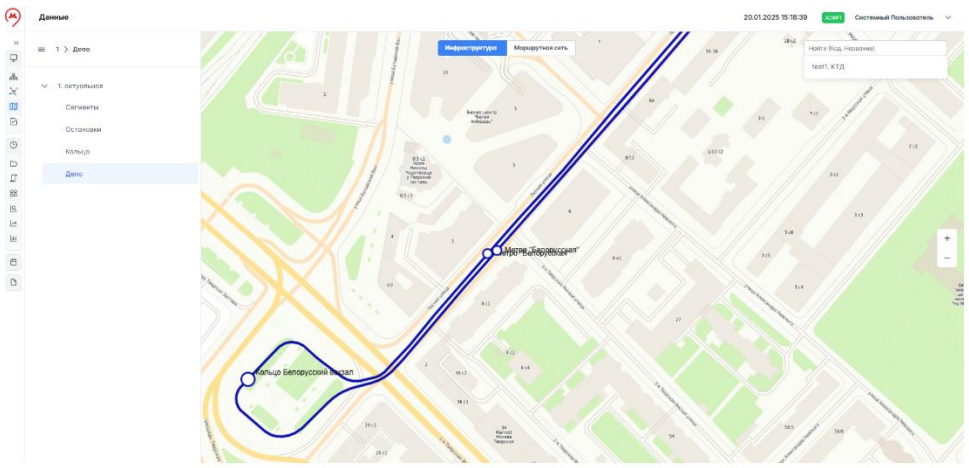

Рисунок 86 – Поиск депо
1. В меню выбрать элемент "Депо" для требуемой инфраструктуры, блок поиска видоизменится (рисунок 86).